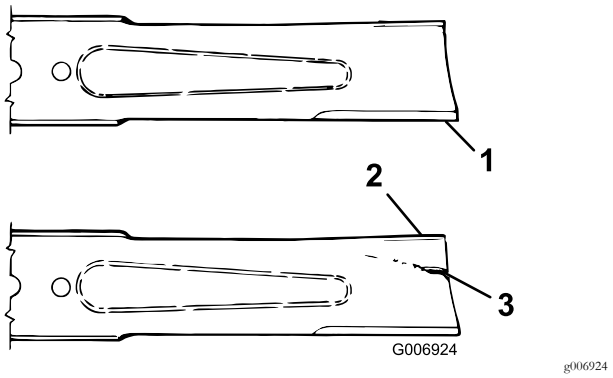

**Figura 66**
3. Verificate accuratamente i taglienti, con particolare attenzione ai punti d'incontro delle sezioni piatta e curva della lama (Figura 66).
4. Se riscontrate segni di usura (Figura 66), sostituite la lama; fate riferimento a Revisione della lama (pagina 55).